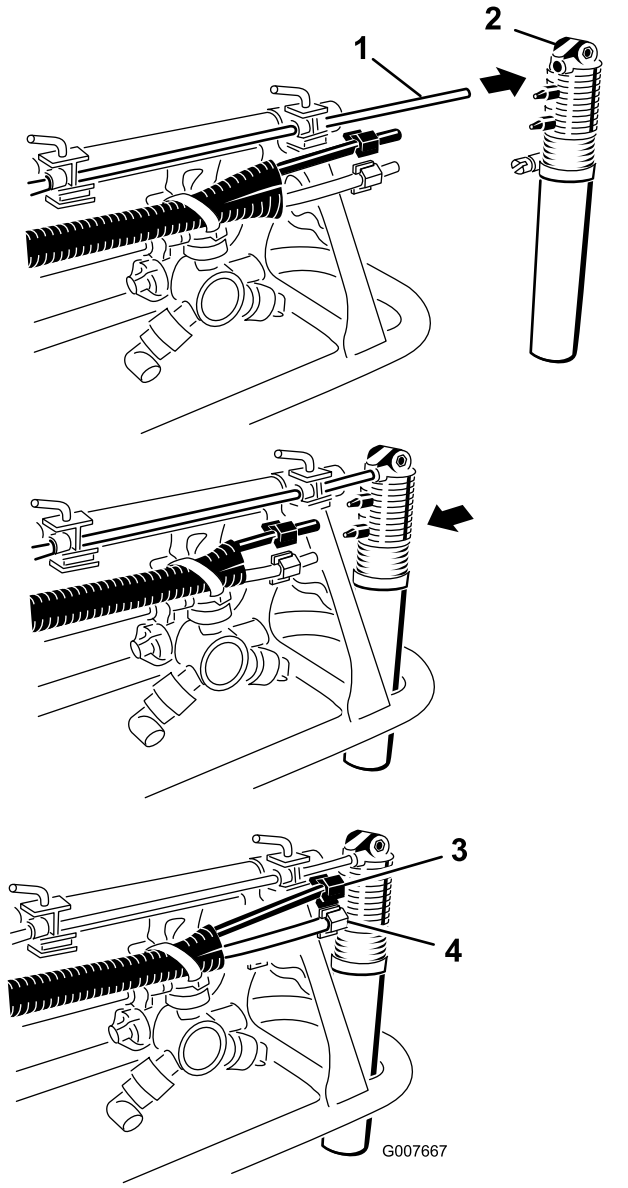

Figura 14
6. Localice las boquillas de espuma entre las piezas sueltas. Instale una boquilla en la varilla de montaje, según se muestra en la Figura 14.